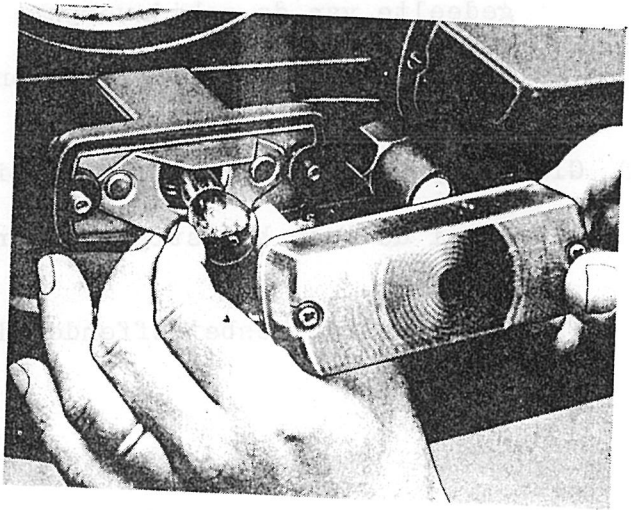

Afb. 3.7.6. Richtinglamp
c. Gloeilamp vervangen van het voorste richtinglicht (afb. 3.7.6.)
(1) Draai de twee bevestigingsschroeven van de kap los en verwijder de kap.
(2) Verwissel de gloeilamp en breng de kap aan.